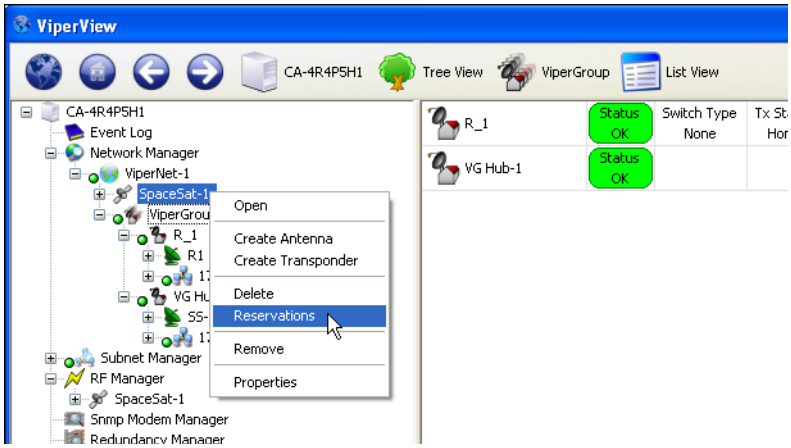
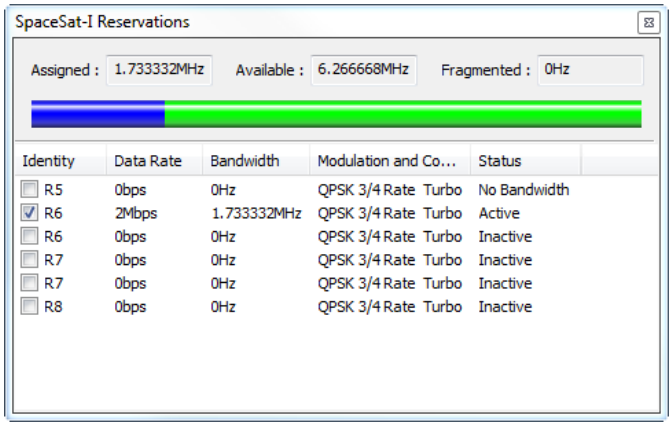

Figure 3-78 Satellite Reservations menu command
Figure 3-79 Satellite Reservations window
9. Open the **Satellite Reservations** window to view the currently assigned (per individual remote, and total) and available bandwidth for reservations on this satellite (figure 3-78 and figure 3-79).